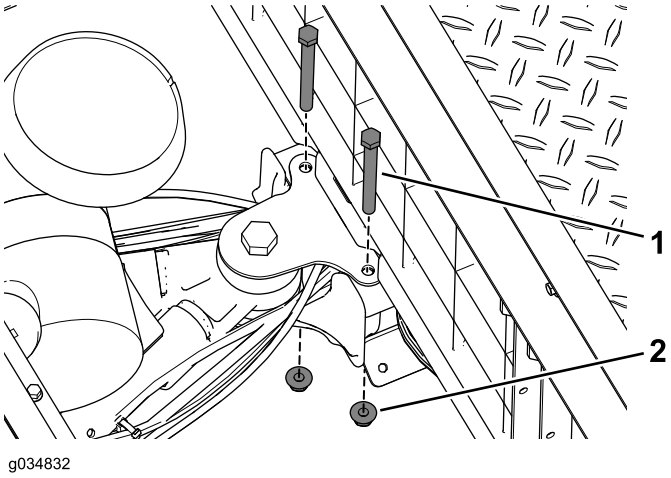

Figur 19
6. Fjern boltene og flensmutrene som fester svingarmfestet til midtkanalen (Figur 19).